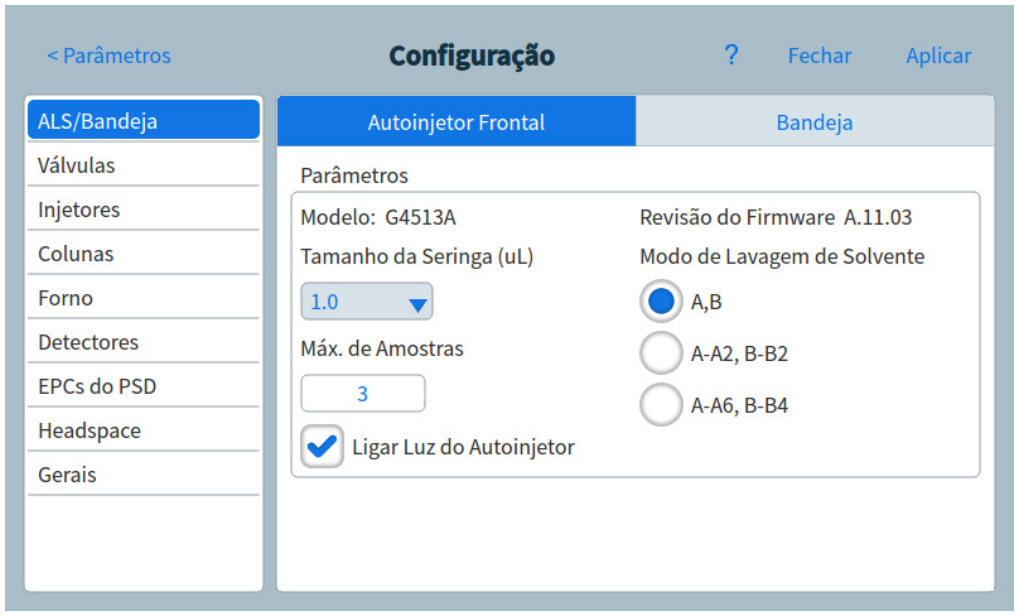

Figura 53 Página Configuração
2 Pressione **Configuração**. A página Configuração é exibida. Consulte a Figura 53 na página 136.
2. Pressione **Configuração**. A página Configuração é exibida. Consulte a Figura 53 na página 136.